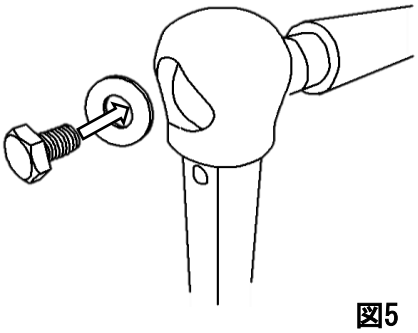

図5
⑤　バーを支柱に差し込んだら、外したワッシャーとボルトを手で締めます(図5）。